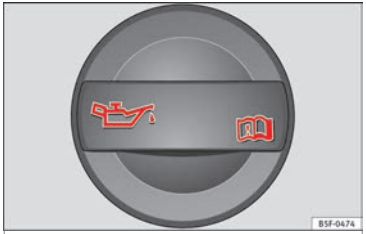

Fig. 108 In the engine compartment: Engine oil filler cap.
- The engine oil filler neck can be recognised by the symbol on the cap ››› Fig. 108 and the dipstick by its coloured handle.
- Unscrew the cap from engine oil filler neck on the cylinder head ››› Fig. 108. If you are not sure where the cap is, request help from a specialist.